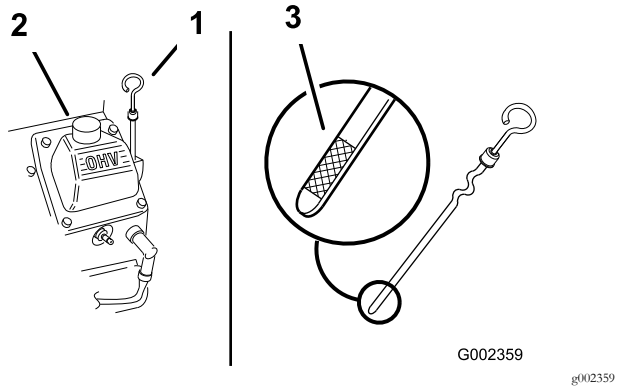

Rysunek 16
2. Oczyść obszar wokół wskaźnika poziomu oleju (Rysunek 16), aby brud nie wpadł do otworu napełniania i nie uszkodził silnika.
3. Wyjmij wskaźnik poziomu, wytrzyj go do czysta i ponownie włóż go do oporu (Rysunek 16).
Poziom oleju powinien dochodzić do oznaczenia Full (pełny) na metalowej końcówce wskaźnika poziomu (Rysunek 16).
5. Jeśli poziom oleju znajduje się poniżej oznaczenia Full (pełny), odkręć korek wlewu (Rysunek 16) i dolej oleju do poziomu oznaczenia Full (pełny) na wskaźniku poziomu. **Nie dodawaj za dużo oleju.**